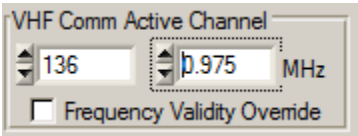

Figure 32 Tuning COM Channel to 136.975 MHz
1) Tune Transceiver to 136.975 MHz (TX PLL to 273.95MHz) (Figure 32).